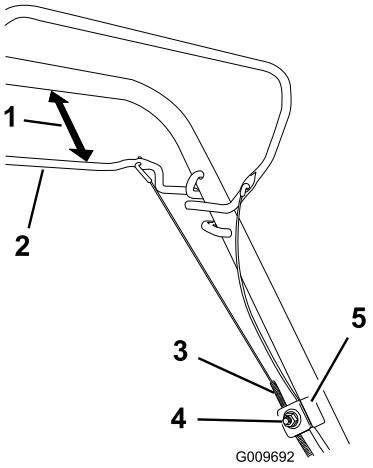

Figur 25
1. Løsn møtrikken til kabelunderstøtningen (Figur 25).
2. Hold selvkørselsbøjlen 25 til 38 mm fra håndtaget (Figur 25).
3. Træk kabelkappen ned (mod plæneklipperen), indtil der ikke er noget slæk i kablet (Figur 25).